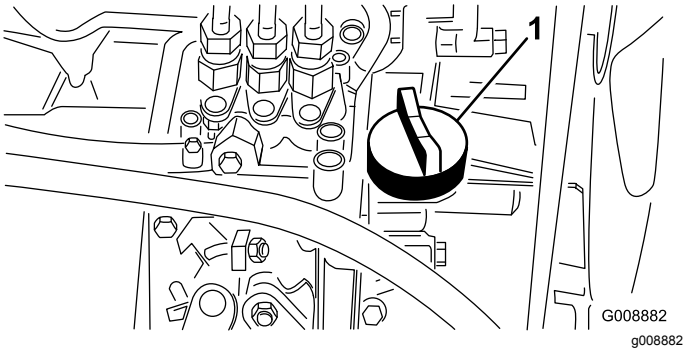

Figur 37
4. Om oljenivån är låg tar du bort oljepåfyllningslocket (Figur 37) och tillsätter gradvis små mängder olja samtidigt som du kontrollerar nivån, tills nivån når märket FULL på oljestickan.